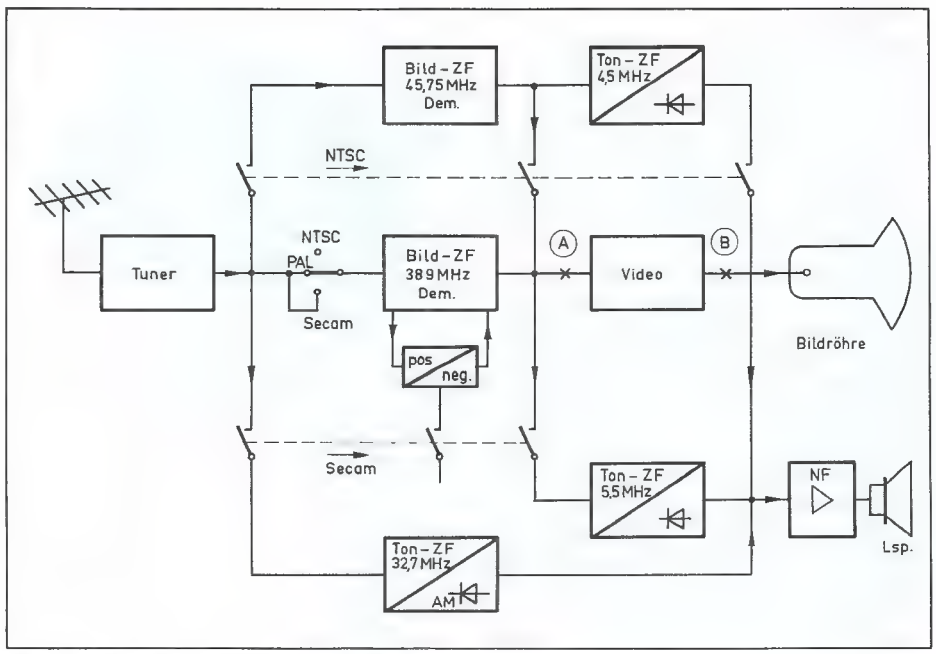

Bild 1: Video/Audio-Signalführung bei einem Mehrnormen-Farbfernseher
des Fernsehgerätes an diese TV-Normen erfolgen im Bild-/Ton-ZF- und Videoteil. So müßten beispielsweise in einem Dreinormen-Empfänger (Pal/Secam/NTSC) die in **Bild 1** gezeigten Funktionsbereiche vorhanden und entweder automatisch oder manuell umschaltbar sein.
Wie man im Videobereich eines Pal/Secam/NTSC-Empfängers die Baugruppen schaltungstechnisch aufgliedert, zeigt das Blockschaltbild in **Bild 4,** das den in Bild 1 zwischen den Punkten A und B liegenden Funktionsbereich umfaßt. Die ausschließlich bei Empfang von Pal-Sendungen funktionsfähige Decoder-Platine (Bild 2, links) wird bei der Umrüstung zum Drei-Normen-Empfänger durch die Transcoder-Platine ersetzt (Bild 2, rechts). Die grundsätzliche Aufgabe eines derartigen Transcoders ist: Trennung von Leuchtdichte- (Y) Signal und Farbart-Komponente des zugeführten FBAS-Signals und Umwandlung des Secam-Farbartsignals in die Pal-Codierung, sowie – bei identifiziertem NTSC-Signal – Stop des Pal-Schalters.
Bild 4: Aufgliederung des im Blockschaltbild von Bild 1 zwischen den Anschlußpunkten A u. B gezeigten Video-Bausteins für 3-Normen-Transcoder mit automatischer Identifikation